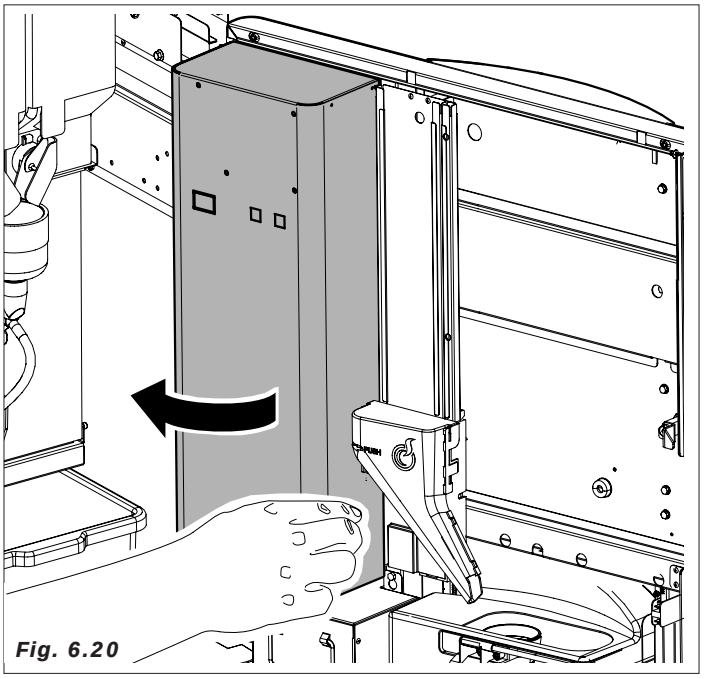

Fig. 6.20
– abrir la puerta de protección de la placa y el monedero (Fig.6.20)